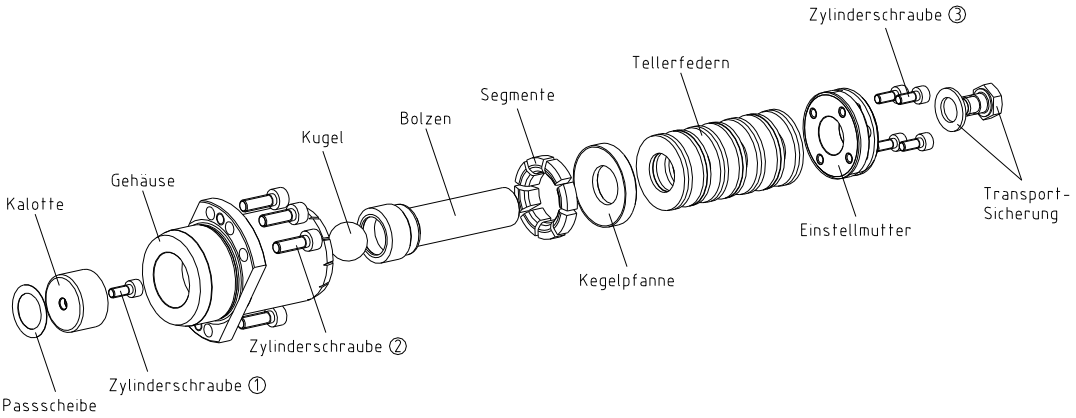

Bild 8: Bauteile des Freischaltelements
- Ziehen Sie die Zylinderschrauben ② (siehe Bild 8) auf die in Tabelle 7 angegebenen Anziehdrehmomente T_{A2} an.
- Entfernen Sie die Transportsicherung (siehe Bild 8).
- Lösen Sie die Zylinderschrauben ③ der Einstellmutter (siehe Bild 8).
- Anschließend ziehen Sie die Zylinderschrauben ③ der Einstellmutter auf die in Tabelle 7 angegebenen Anziehdrehmomente T_{A3} an (siehe Bild 8).